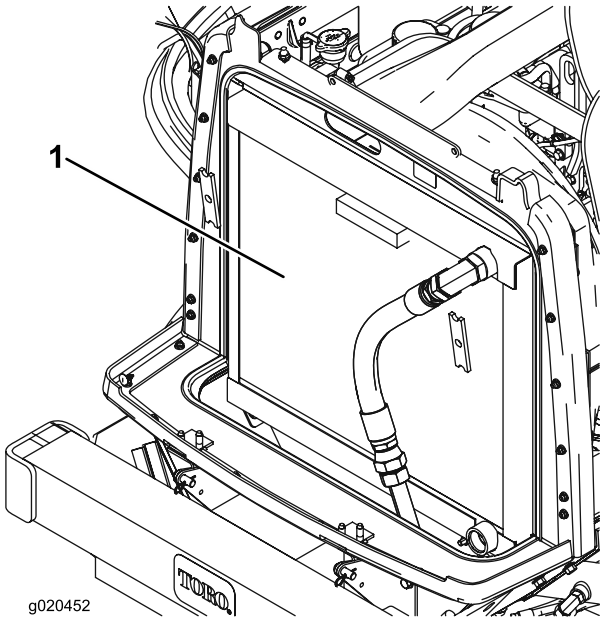

Figur 69
3. Rengör på båda sidor om kylaren/oljekylaren ordentligt med tryckluft (Figur 69).